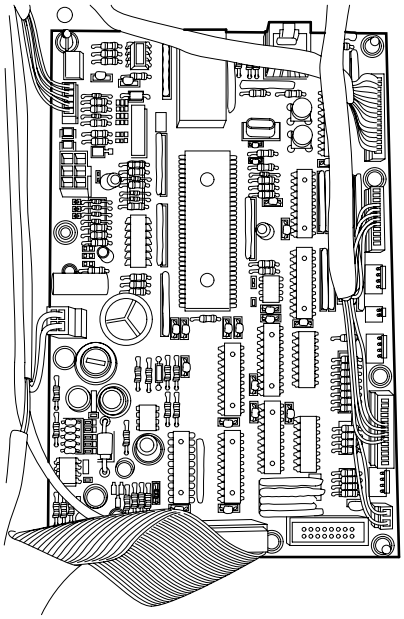

FIG.6.9
6.6 Tarjeta electrónica (Fig. 6.9)